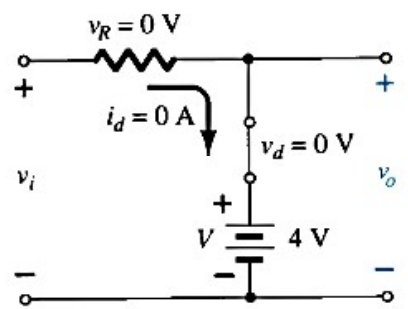

Fig. 17: Determining the transition level
Step 3: The transition level of the input voltage can be found from **Fig. 17** by substituting the short-circuit equivalent and remembering the diode current is 0 mA at the instant of transition.